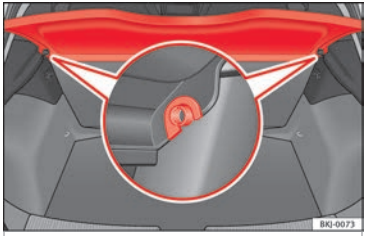

Fig. 141 In the luggage compartment: removing and installing the rear shelf.
- Remove the shelf from the side supports ››› **Fig. 141** pulling it up and out.
- Insert the rear shelf horizontally so that it coincides with the “plate” on the axis of the supports ››› **Fig. 141** and press down until it clicks into place.